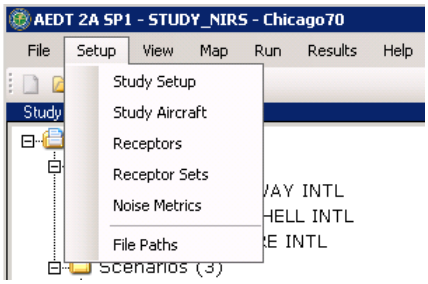

Figure 5-10 Study Setup from Setup Menu
- From the menu bar select *Setup*, *Study Setup* (Figure 5-10); or